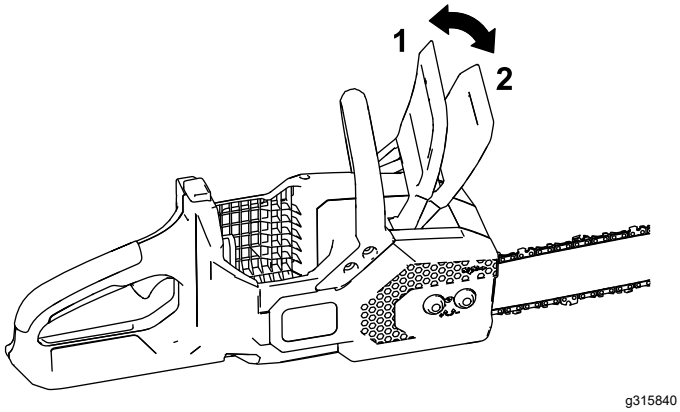

Figur 25
2. Aktivér kædebremsen ved at rykke den frem til STOP-positionen (Figur 25).
4. Deaktiver kædebremsen ved at rykke kædebremsen bagud til BETJENINGS-positionen (Figur 25).
4. Sørg for, at kædebremsen er i BETJENINGS-position (Figur 25).